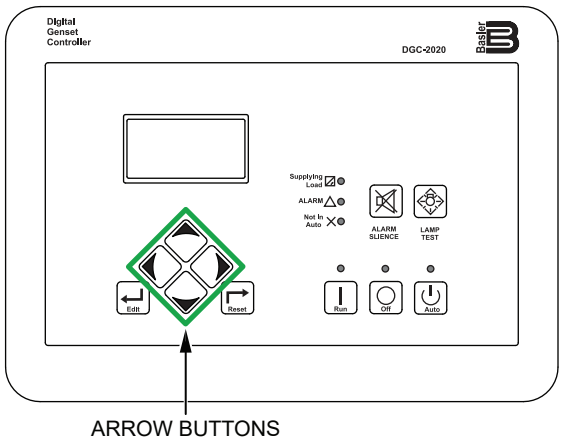

Figure 78. Digital Controller (Arrow Buttons)
2. Use the **Arrow buttons** (Figure 78) to navigate to the **Escape Mode Request menu**: (Settings->Communication->Canbus Setup->ECU Setup->Isuzu ECU Setup->Escape Mode).
2. Use the Arrow buttons (Figure 78) to navigate to the **Alarms Status menu** (Metering->Alarm-Status). This will allow the operator to perform the following fault diagnostics: